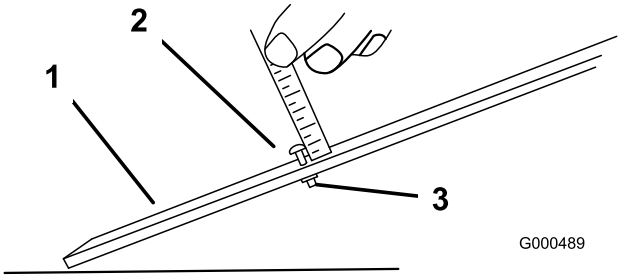

Figur 48
3. Løsn møtrikken på målestangen (Figur 48), og indstil justeringsskruen på den ønskede klippehøjde. Afstanden mellem bunden af skruehovedet og stangens flade udgør klippehøjden.